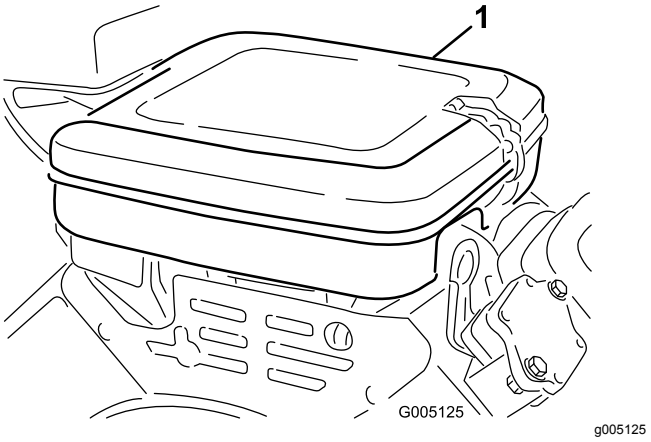

Figur 39
1. Rengjør luftrenserdekselet (Figur 39).